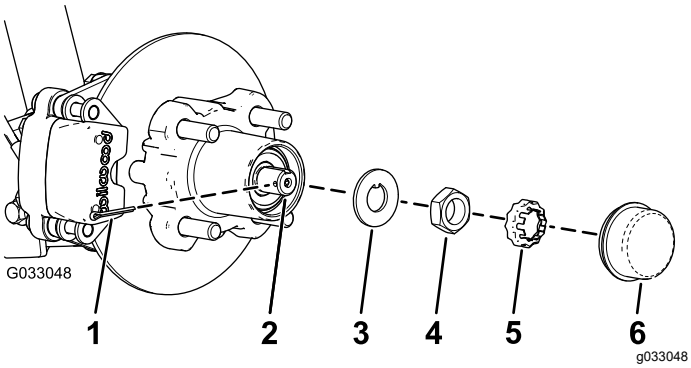
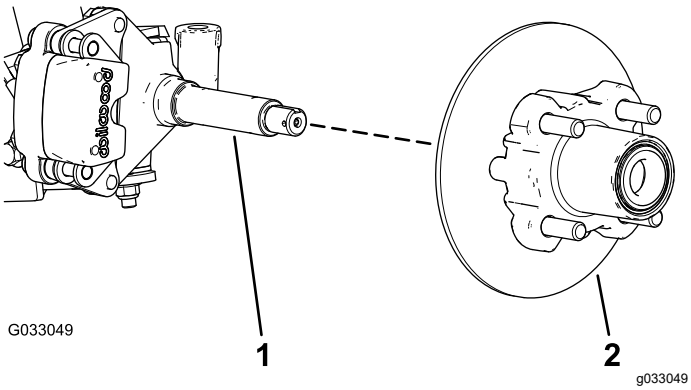

Figura 26
Figura 27
4. Retire el tapón guardapolvo del cubo (Figura 26).
5. Retire la chaveta y el retén del eje/tuerca del eje (Figura 26).
6. Retire la tuerca del eje y separe el conjunto de cubo y rotor del eje (Figura 26 y Figura 27).